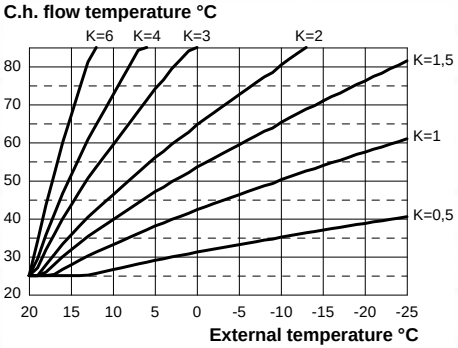

Fig. 7.15
If the boiler is **EQUIPED** with the remote control (optional) refer to Fig. 7.15.
When installing the external probe it is necessary to set this parameter based on the efficiency of the heating plant in order to optimise the flow temperature (Fig. 7.15).
line in Fig. 7.15).
- Using keys 12 or 13 it is possible to change the value of parameter 15 from a minimum of **01** to a maximum of **60** based on the selected bend of the K coefficient in Fig. 7.15 (the value read on the display corresponds to K coefficients decimal values).